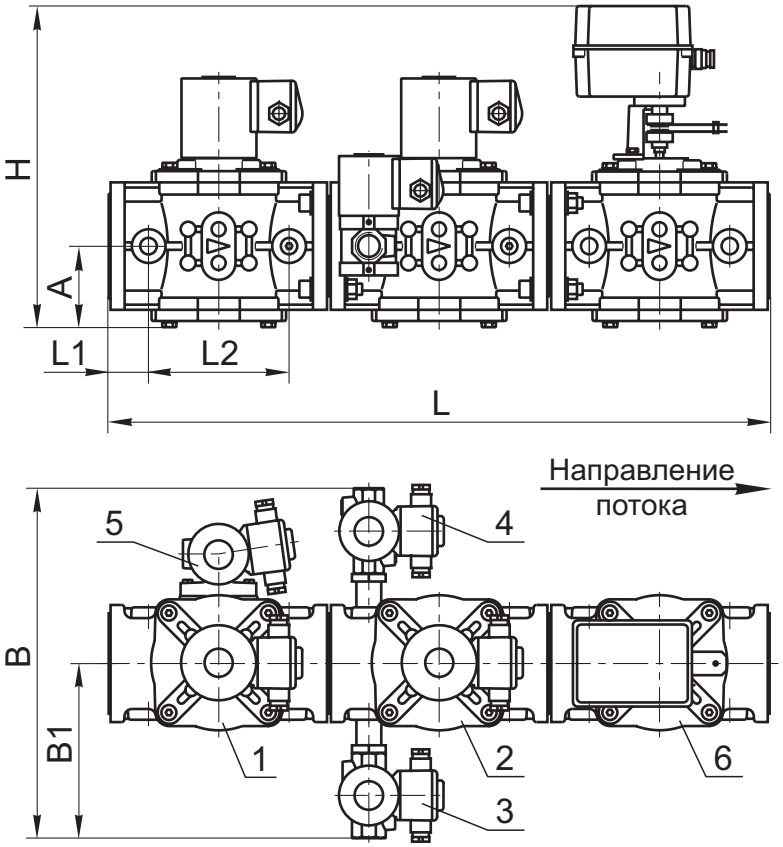

Рис. 10-76
Блок (рис. 10-76, 10-77) состоит из следующих основных узлов и деталей:
- справа по ходу газа (рис. 10-76);